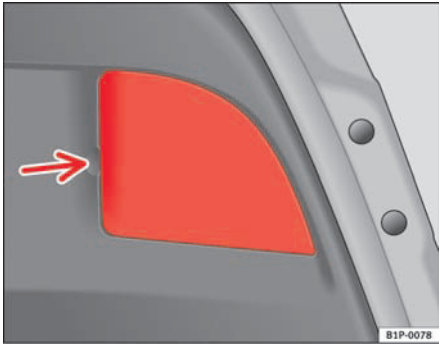

Fig. 164 Lights on the tailgate
– Remove the cover by pulling on it. See the arrow ⇒ page 236, fig. 164.